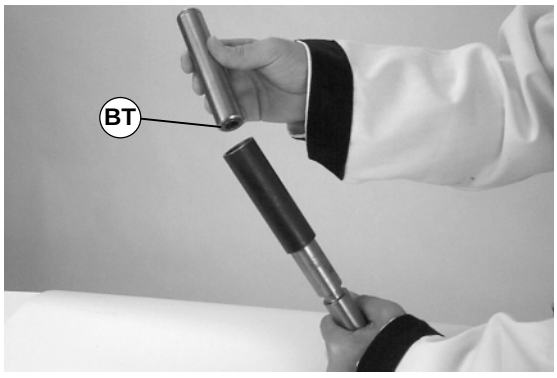

Abbildung 51
4. Das offene Ende der Welle (BT siehe Abbildung 51) in die Hülse plazieren.